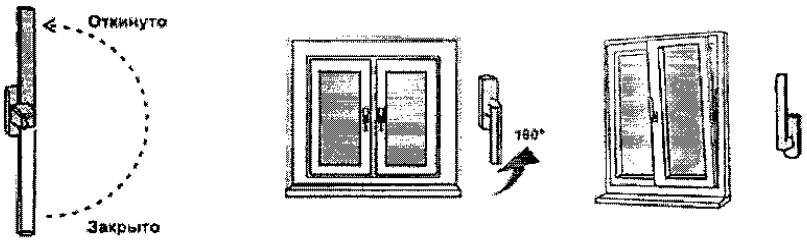

Рис.2
- Для перевода створки из закрытого положение в откидное (поворот створки относительно нижней горизонтальной оси, положение «Откинуто» на Рис.2) ручку поворачивают вертикально на 180 градусов вверх, затем, потянув за ручку, поворачивают створку относительно нижней горизонтальной оси на заданный изготовителем угол (не более 10 градусов) (откидной режим).
- Для запирания створки из открытого или откидного положения ее сначала закрывают и, придерживая створку рукой, поворачивают ручку вертикально вниз (положение «Закрыто» на Рис.2).